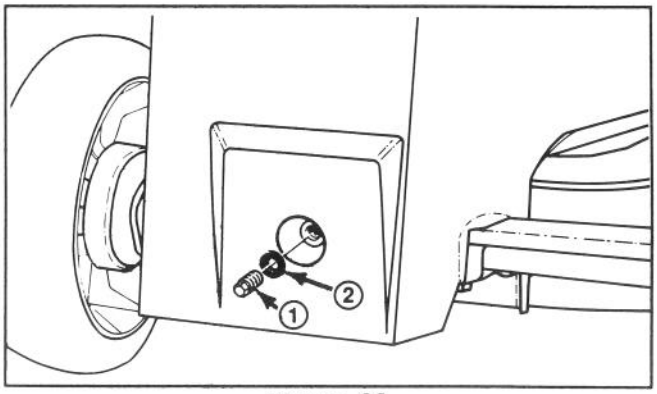

Figure 29
5. Reach between deck and gear case and clean around plastic gear case plug (Fig. 29). Remove gear case plug and gasket and watch for oil to drip out of hole. If oil drips out, quickly reinstall gear case plug and gasket because oil is at proper level. If oil does not flow, add gear oil: see step 6.